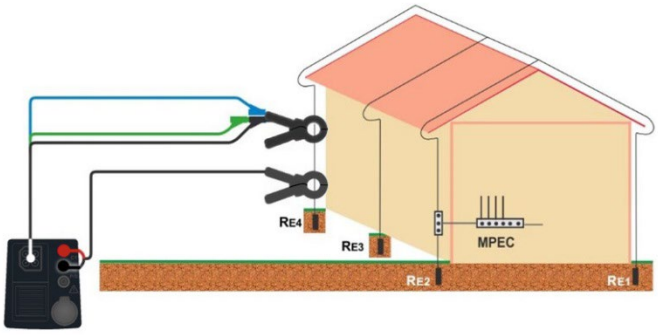

Abbildung 7.51: 2-Zangen Erdungswiderstandsmessung mit BENNING CC 4-1 (044166) und BENNING CC 4-2 (044167)
- Umschließen Sie die Stromzangen am Prüfobjekt, siehe ***Abbildung 7.51***.